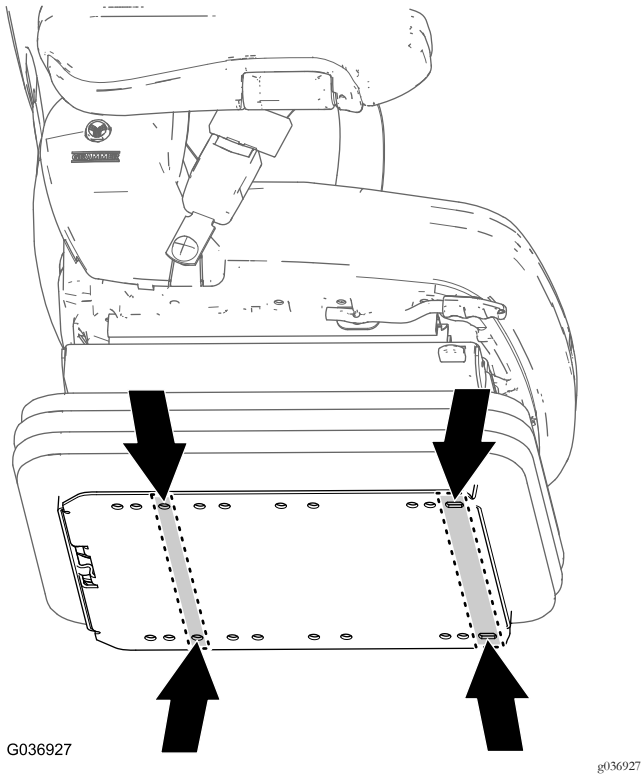

Figura 13
1. Nella piastra inferiore del nuovo sedile, individuate i fori di montaggio del sedile per la vostra macchina (Figura 13).